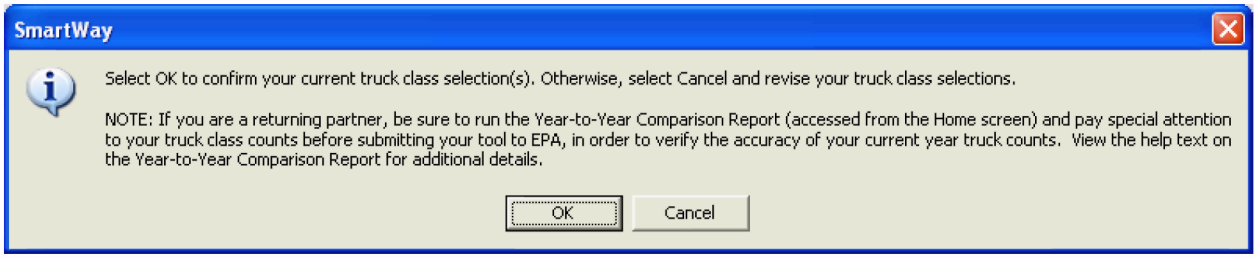

Figure 45: Confirmation of Engine Model Year and Truck Class Selections
4. Select NEXT or select the **Activity Information** tab at top of the screen to proceed to the next section. Before leaving the **Engine Model Year & Class** screen, you will be prompted to confirm the accuracy of your model year and truck class selections (**Figure 45**). You may review previous years' selections by selecting the **Year-to-Year Comparison Report** on the **Home** screen.